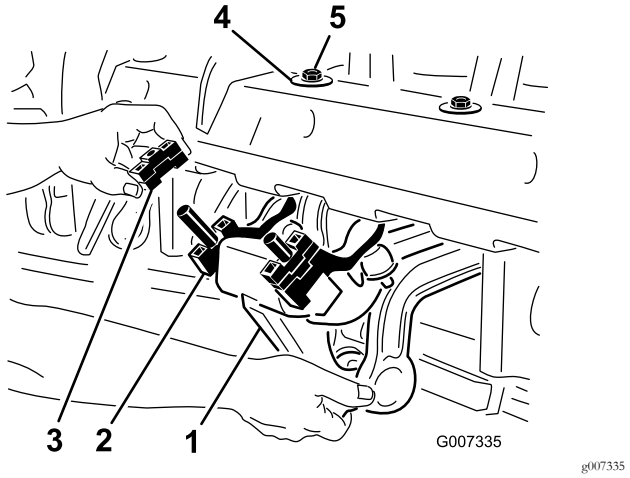

Figur 26
1. Fjern de to 1/2 tommes låsemutrene som fester dempingen til rotasjonsleddene til undersiden av luftehoderammen (Figur 26).
2. Senk dempingssystemet for å få tilgang til avstandsstykkene (Figur 26).
4. Monter dempingssystemet til luftehoderammen igjen. Sørg for at D-skiven monteres mot luftehoderammen som vist i Figur 26. Fest de to låsemutrene.